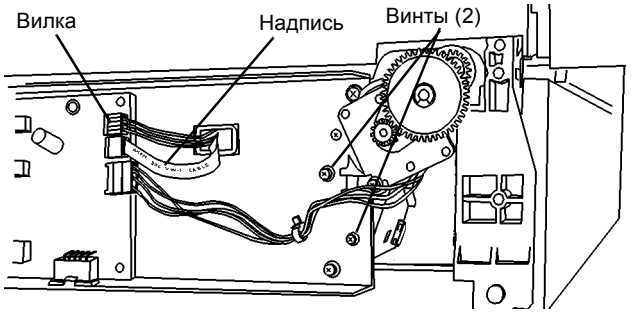

Рисунок 4 Подсоедините жгут
4. Заверните винты (2). Подсоедините ленточный кабель так, чтобы надпись была снаружи, и подсоедините вилку к PWB управления лотком (Рисунок 4).